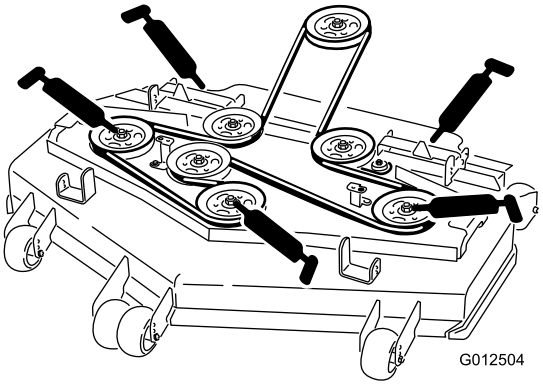

Figur 30
4. Smør de tre spindellejer, indtil der kommer fedt ud (Figur 30).
5. Smør fittingerne på løftearmene (Figur 30).